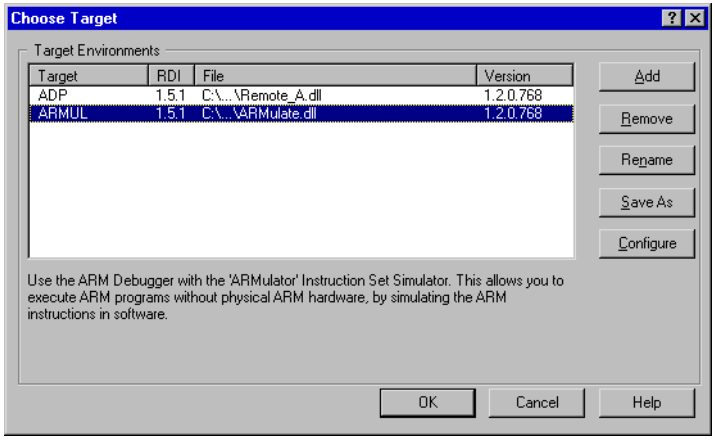

Figure 2-1 Selecting a target
1. Select **Configure Target...** from the AXD **Options** menu. You are prompted to choose a target, in a dialog similar to that shown in Figure 2-1.
4. Select **Configure Target...** from the **Options** menu. You are prompted to choose a target, in a dialog similar to that shown in Figure 2-1 on page 2-6.
2. Select **Configure Target...** from the **Options** menu in AXD. You are prompted to choose a target, in a dialog similar to that shown in Figure 2-1 on page 2-6.